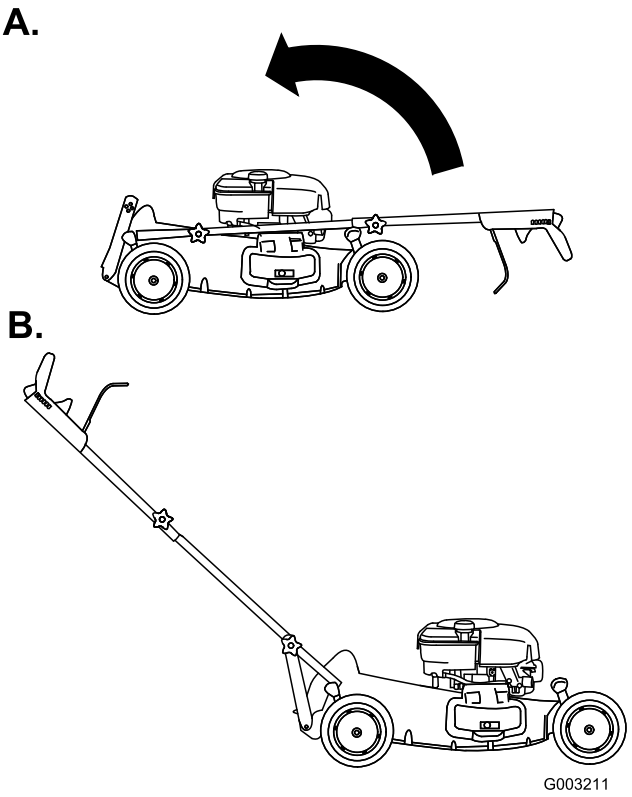

Figura 5
4. Doble el manillar hacia atrás (Figura 5).